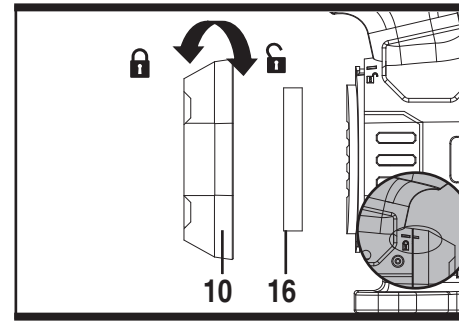

Fig.L2
16. **Filter cotton (See Fig. L2)**